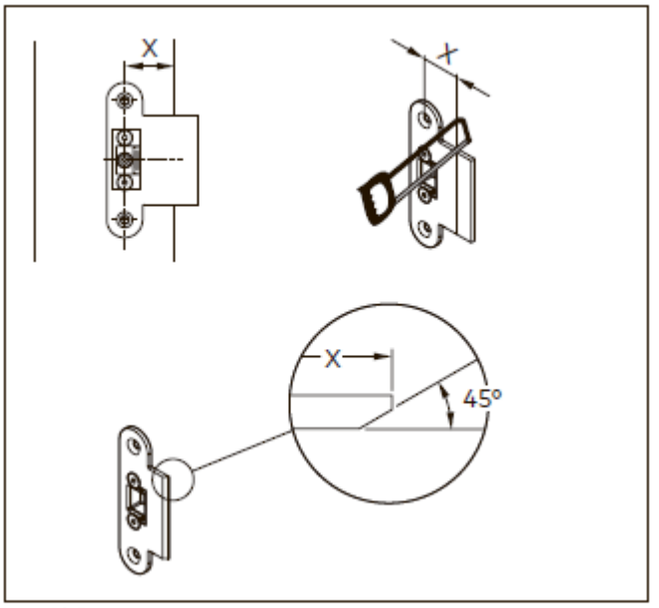

Рис. 52 Размеры и регулировки
17. Отрегулируйте ответную планку для стержня (рис. 52).